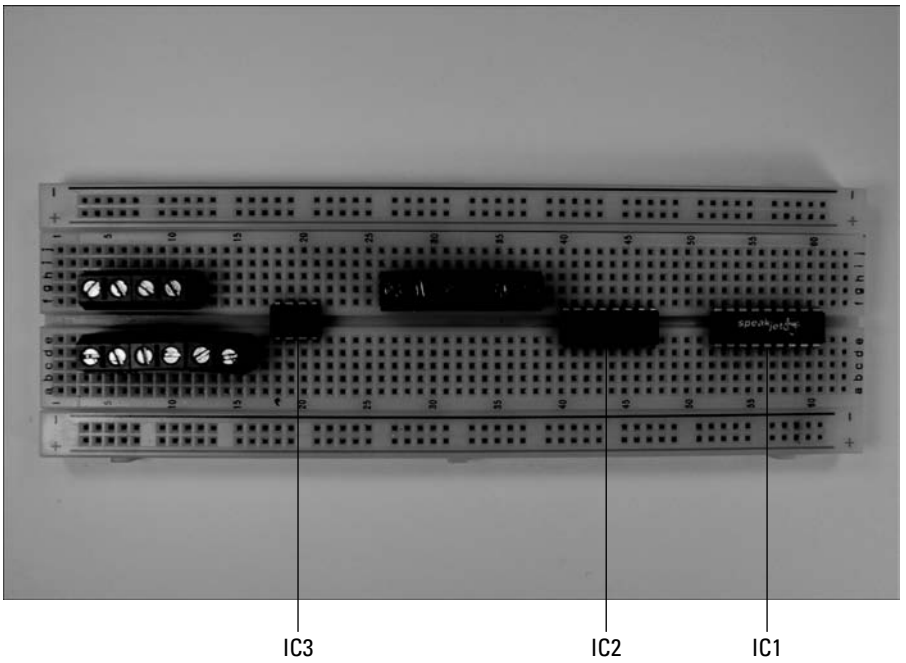

Figure 7-5: Place the ICs and terminal blocks on the breadboard.
1. **Place the SpeakJet IC (IC1), the MAX232 IC (IC2), the LM386 IC (IC3), and eight terminal blocks on a breadboard, as shown in Figure 7-5.**